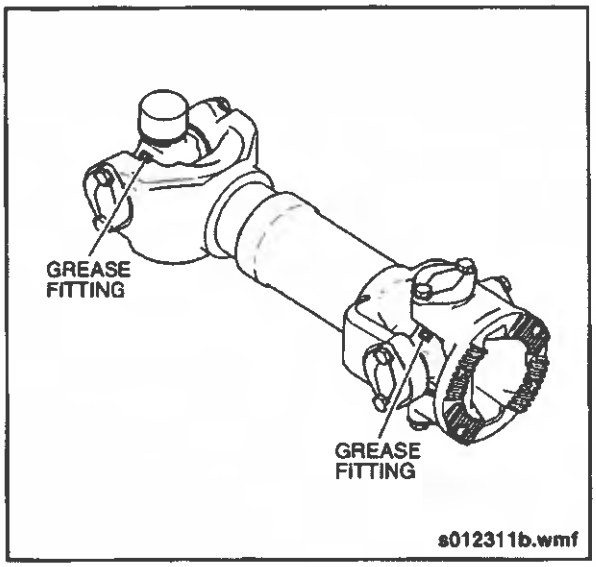

Fig. PM-2: Driveshaft Lubrication Points
- ☐ Universal Joint - purge lubricate the universal joint by pumping grease into the u-joint grease fitting until grease emerges from the sealing lip. Do not exceed 5,000 psi grease pressure, otherwise the bearings will be over-pressurized. Refer to Fig. PM-2: "Driveshaft Lubrication Points" on page 16